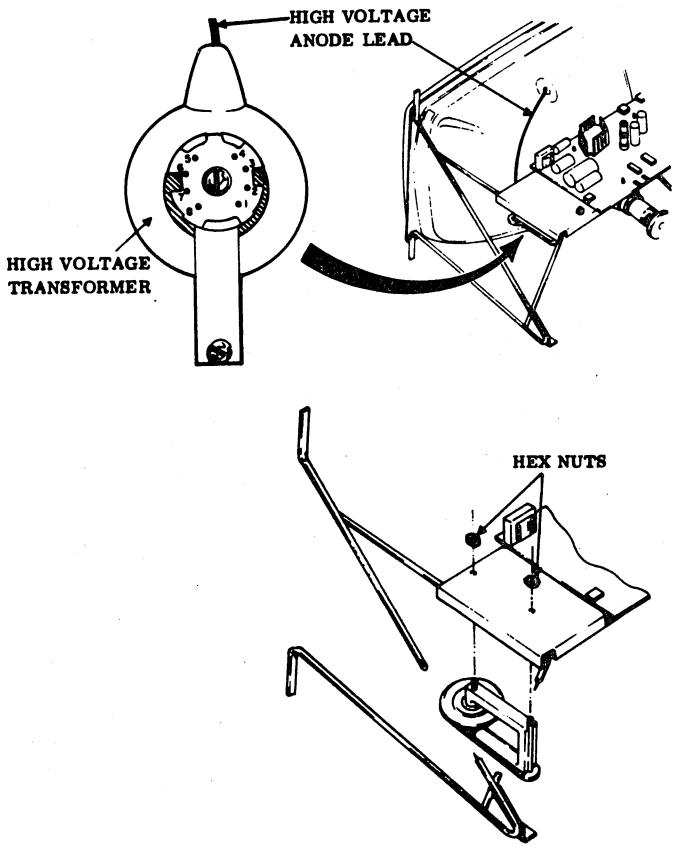

Figure 6E-2. High-Voltage Transformer Installation
8. Connect the transformer to the chassis (figure 6E-2).
To remove the +15 V dc regulators mounted on the side of video module (figure 6E-3), perform the following: